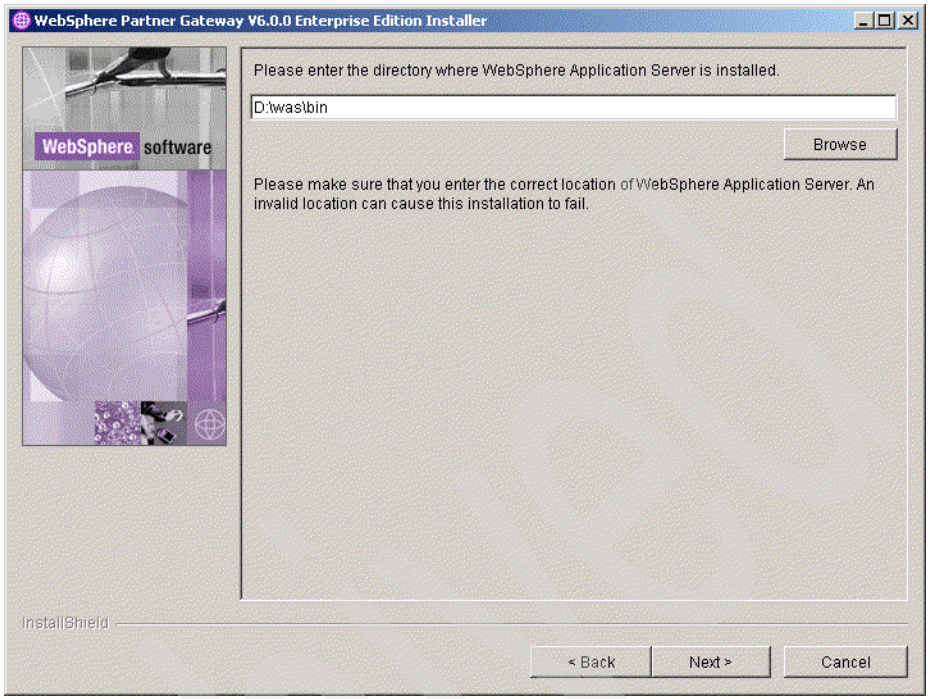

Figure 5-31 WebSphere Application Server root path
8. Specify the location of the directory where WebSphere Application Server is installed. We used `D:\was\bin`. Click **Next**. See Figure 5-31 on page 91.